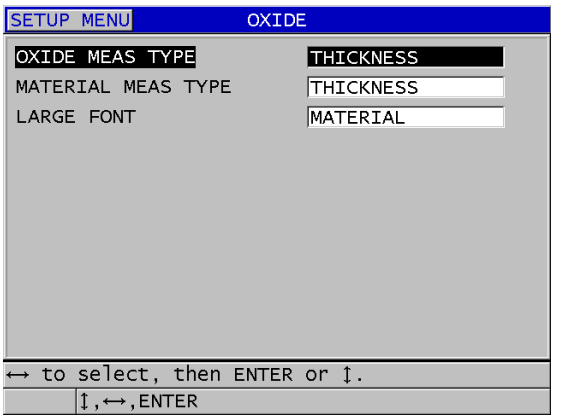

Rysunek 7-2 Ekran OXIDE (Tlenki)
9. Na ekranie **OXIDE** (Tlenki) (patrz Rysunek 7-2 na stronie 118):